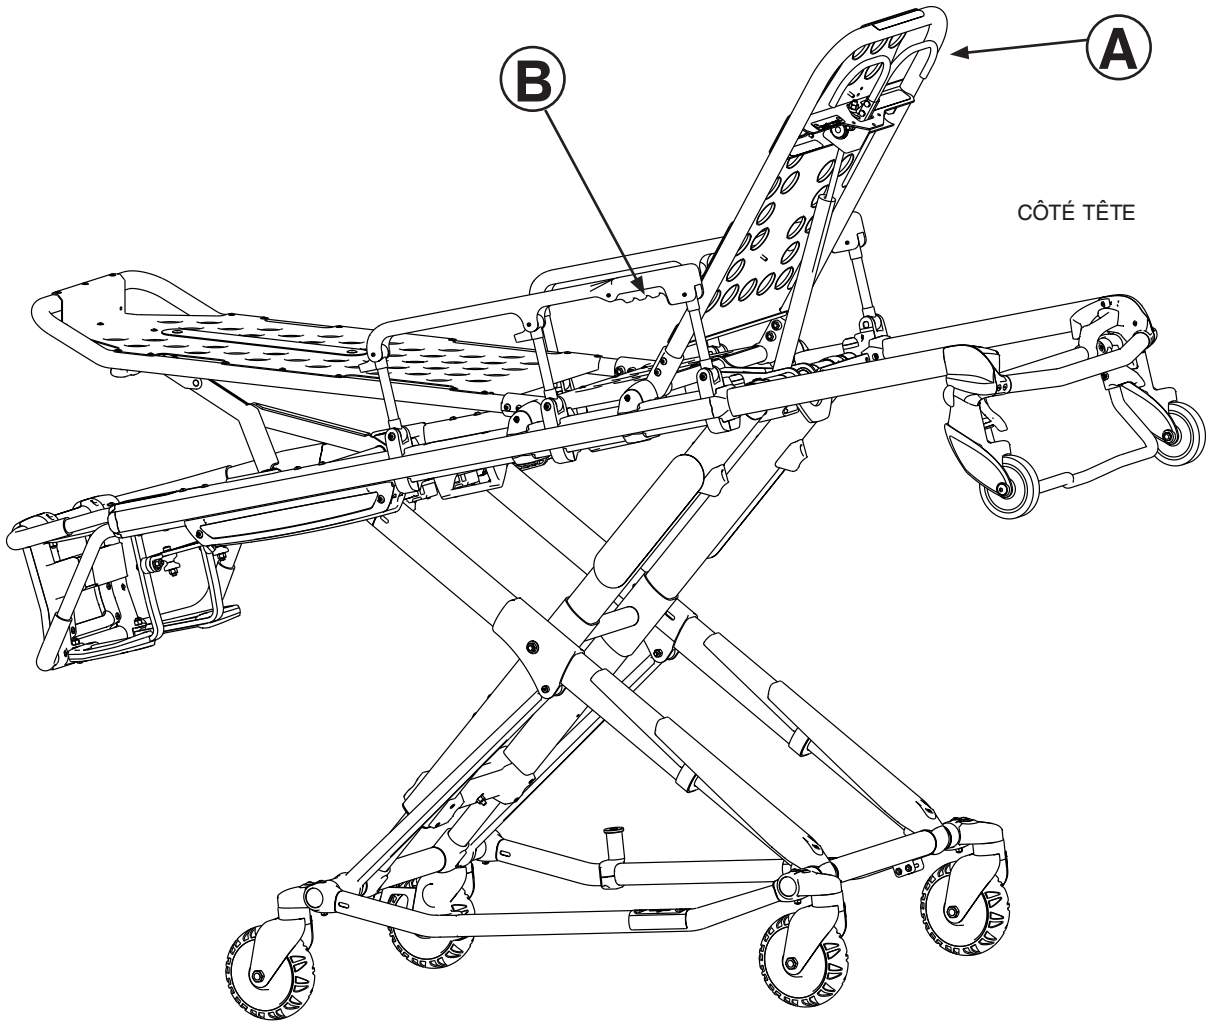

Figure 41 - Dossier élevé et ridelles élevées
Pour élever les ridelles, tel qu'illustré à la Figure 41, soulever jusqu'à ce que le verrou clique et que la ridelle s'enclenche. Lorsqu'un patient est sur la civière, toujours garder les ridelles en position élevée, sauf lors d'un transfert.
Pour élever le dossier, tel qu'illustré à la Figure 41, appuyer sur la poignée (A) pour soulever le dossier à la hauteur désirée en utilisant l'assistance pneumatique.